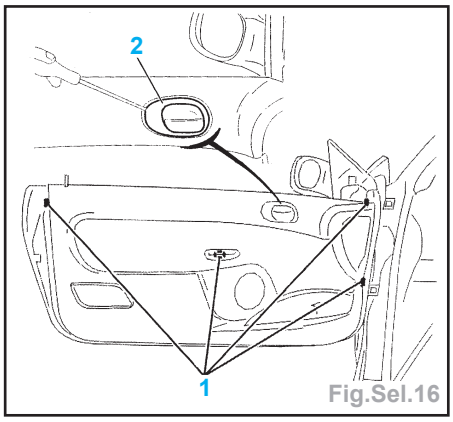

Fig.Sel.16
- tirer progressivement (flèche) le gousset (1) afin de le déclipser en A et B,
- Déposer la garniture de porte (Fig.Sel.16) :
- déposer les vis (1),
- l'enjoliveur (2) à l'aide d'un tournevis,